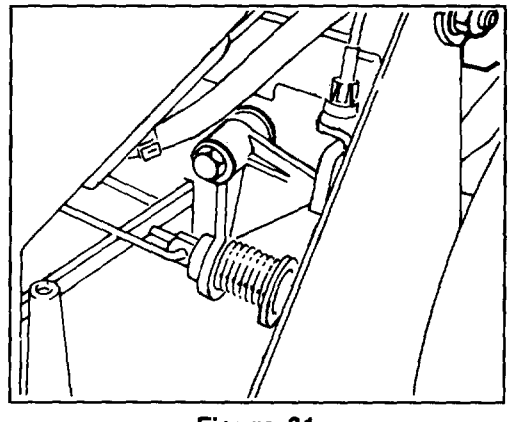

Figure 31
4. Remove any debris that may have accumulated in area behind panel (Fig. 31).